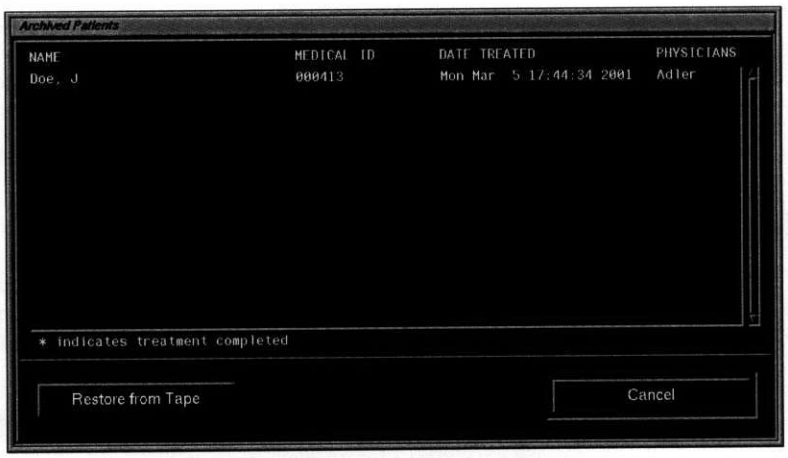

**Figure 20 Restore Archived Patients**
**Step 3.** When the restoring process is ready, the Archived Patients window (*Figure 20 Restore Archived Patients, page 14*) appears.
2. Click **RESTORE FROM TAPE**. The Patient Verification window (*Figure 20 Restore Archived Patients, page 14*) appears.